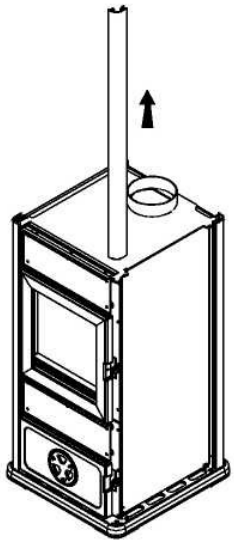

fig. 3
- Выньте угловую рейку, подняв ее вверх (рис. 3).